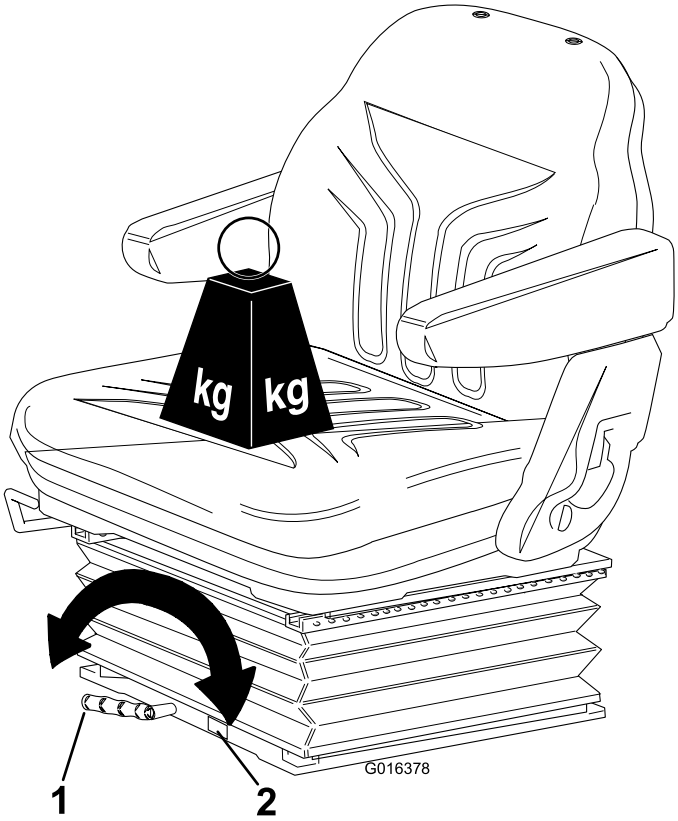

Figuur 12
- **Instellen gewicht bestuurder:** Draai de hendel rechtsom om de vering strakker in te stellen en linksom om de vering minder strak in te stellen. De schaal duidt aan of de optimale instelling van de vering is bereikt naargelang het gewicht van de bestuurder (kg); zie Figuur 12.